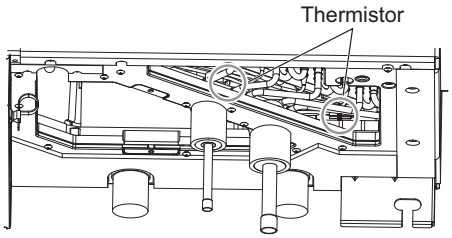

Fig.3
(1) Disconnect the connector (CN44) from the control board.
(2) Remove the thermistors from the thermistor holders which are installed on the piping. (Fig.3)